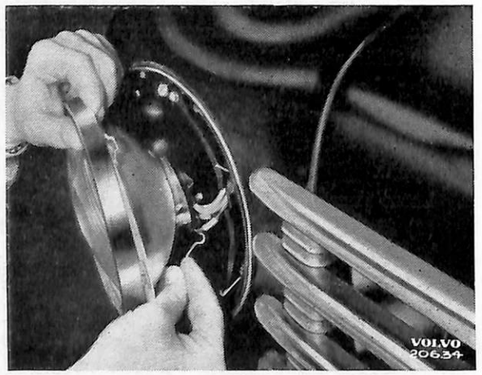

Bild 14. Demontering av lamphållare.
3. Tag bort fjädern som håller lamphållaren vid insatsen (bild 14). Skilj insats och hållare åt, samt tag bort glödlamporna.